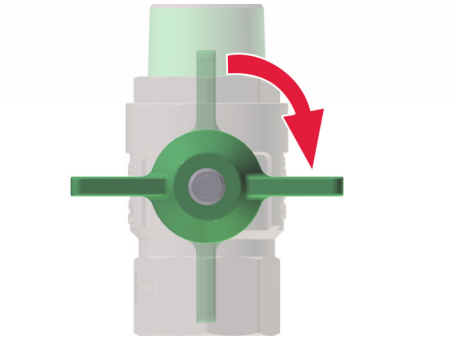

Rys. 25: Zamknięcie głównego zaworu odcinającego
1. Upewnić się, że wszystkie główne zawory odcinające (Rys. 25) i zawory napełniania i opróżniania są zamknięte.